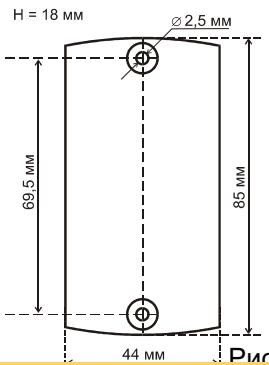

Рис. 1
1. Разметьте и просверлите отверстия для крепления под размер отверстий считывателя (рис.1).